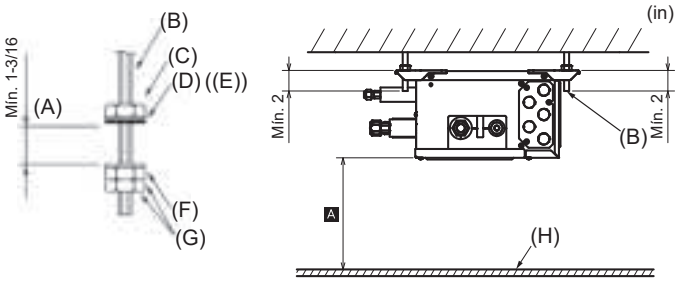

Fig. 6-1
2) Fije las arandelas ((1)(2)) y tuercas (adquiridas localmente) a los pernos de suspensión. (Fig. 6-1)